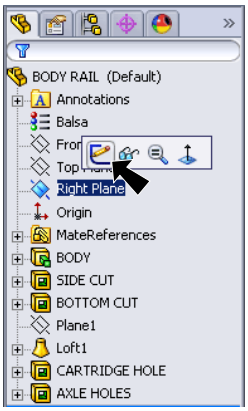

Fig. 72
Step 1. Click **Right Plane** in the Feature Manager and click **Sketch** from the Content toolbar, **Fig. 72**.